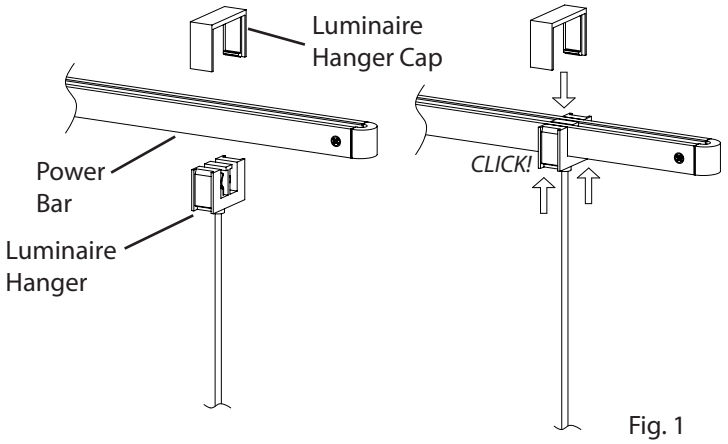

Fig. 1
2. Press up firmly on both sides the bottom of the **Monoline™ Luminaire Hanger**, while pressing down on the top of the **Power Bar**, until the Luminaire Hanger clicks into place (Fig. 1).